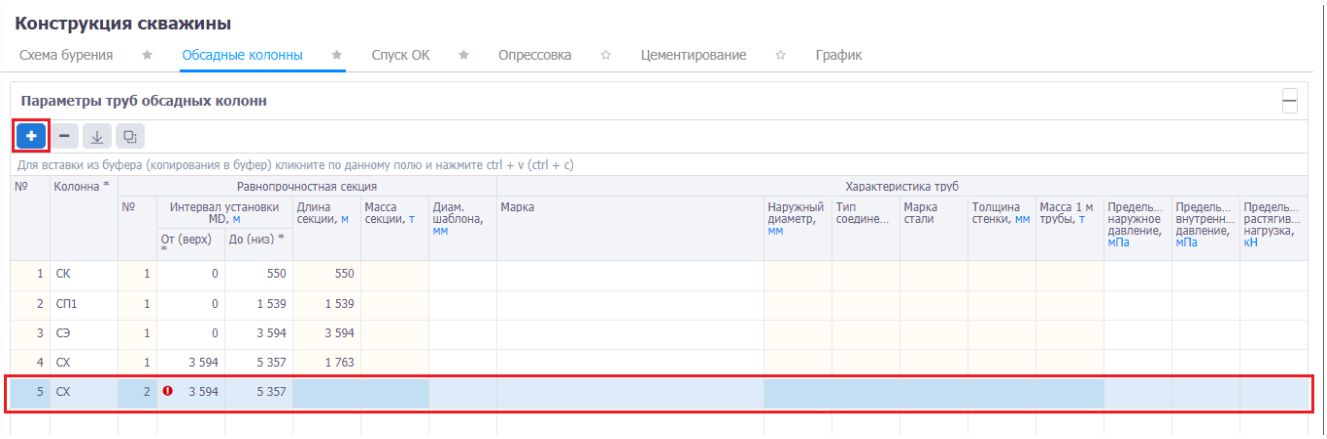

Рис. 3.111
– добавление равнопрочностной секции. При нажатии на кнопку (рис. 3.111) появляется новая строка в таблице. Заполнение данных выполняется стандартным образом: